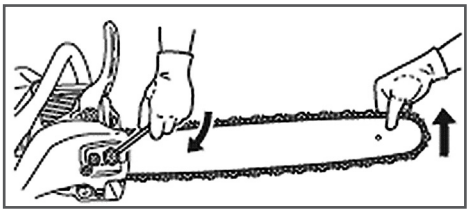

Рис. 4 Затяжка гаек крепления шины
9. Затяните гайки крепления крышки шины ключом, как показано на Рис. 4.